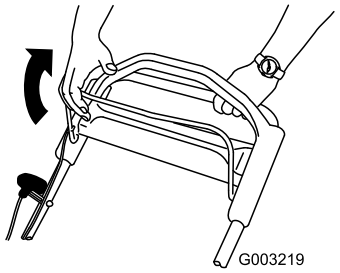

Figur 17
2. Hold bøjlen til knivens kraftudtag helt op mod håndtaget (Figur 17).